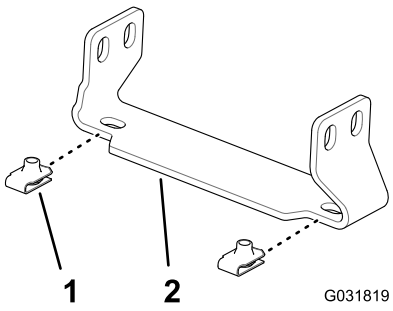

Figur 235
1. Montera de fyra klämmuttrarna som du tog bort i steg 6 i 10 Ta bort centersektionskåpan (elva munstycken) på den täckta sprutrampssatsen (tillval) (sida 22) på två av centersektionskåpans stödfästen (Toro-artikelnr 131-3703-03) enligt (Figur 235).
2. Montera de fyra klämmuttrarna (Toro-artikelnr 94-2413) på centersektionskåpans två andra stödfästen (Toro-artikelnr 131-3703-03) enligt (Figur 235).